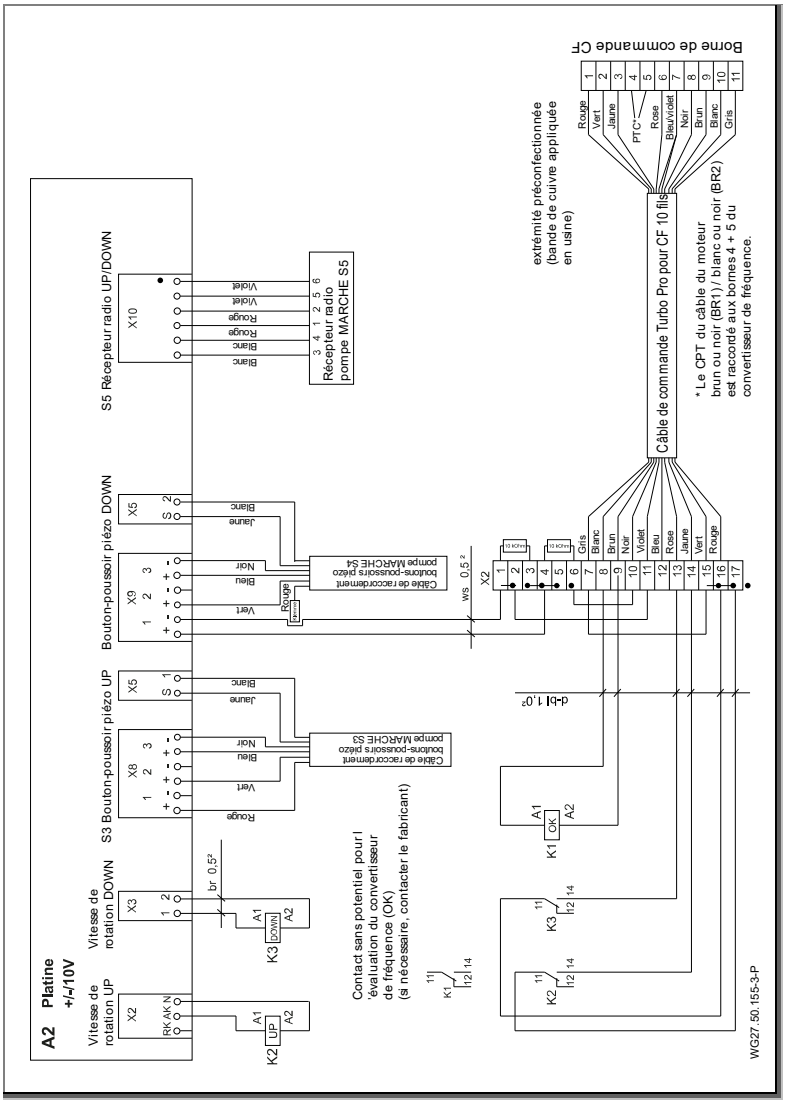

Fig. 18
14. Les fils pour la résistance CPT (brun ou noir (BR1) / blanc ou noir (BR2)) doivent être câblés conformément au schéma de connexions. Voir "Fig. 18", page 37